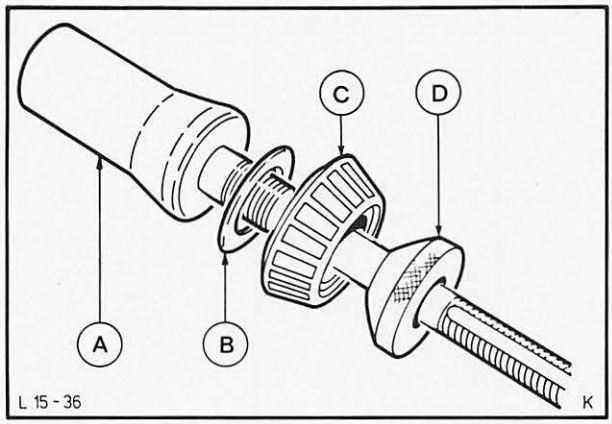

Abb. 59 Meisterritzel 15-020
19. Ausgebaute Ausgleichscheibe (oder eine neue Ausgleichscheibe beliebiger Dicke) und großes Kegelrollenlager auf das Meisterritzel 15-020 schieben. Lager mit konischer Mutter festschrauben (Linksgewinde), Abb. 59.